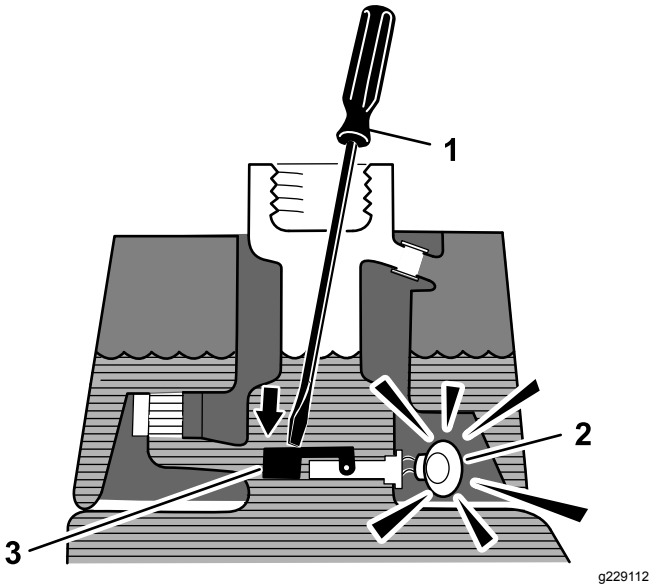

Figur 47
3. Sett en ren stang eller skrutrekker inn i tankåpningen, og trykk flytebryteren forsiktig ned (Figur 47): Alarmen skal gå etter ett sekund.